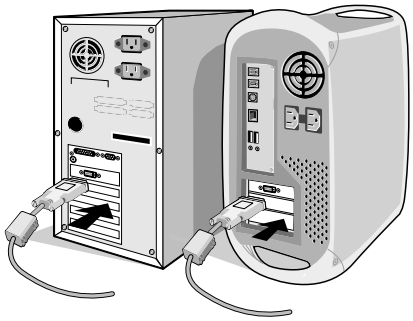

Figura A.1
2. **Per il PC o il Mac con l'uscita digitale DVI:** Collegare il cavo dei segnali DVI al connettore della scheda video del sistema (**Figura A.1**). Serrare tutte le viti.